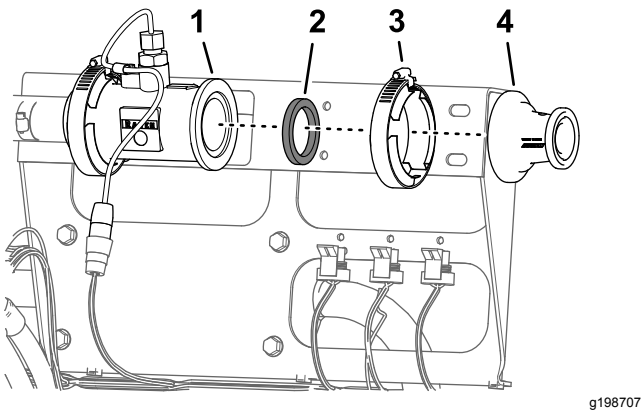

Figur 71
6. Afmonter flangeklemmen (51 mm) og pakningen (38 mm), der fastgør adapterens flange til gennemstrømningsmålerens flange (Figur 71).